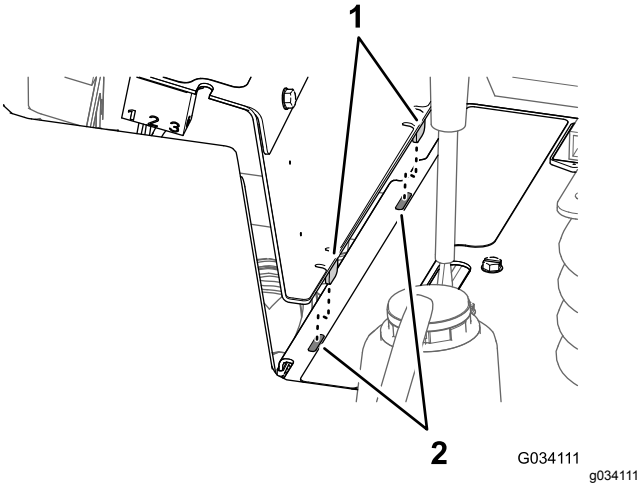

Figur 53
2. Innrett de to tappene nederst på sidepanelet med de to slissene i rammen til konsollen (Figur 53).